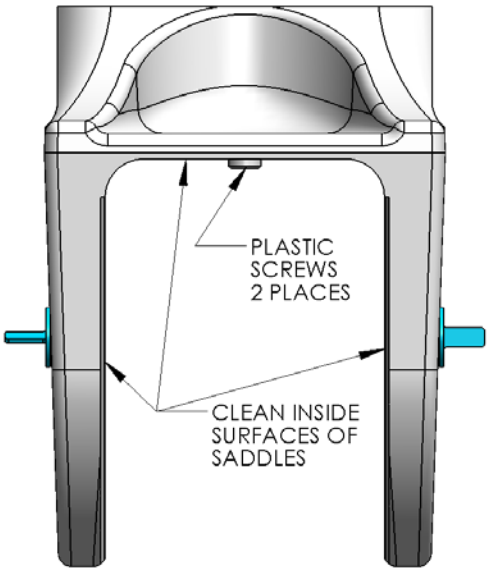

FIGURE 11 - SADDLE CLEANING
2) Check that each saddle contains 2 plastic screws which will insure an adhesive gap of .080" (2 mm) on top surface of hull as shown in Figure 11.
3) Thoroughly clean with alcohol or acetone the inside surfaces of gyro foundation saddles to remove any contaminates as shown in Figure 11. Use new paper towels for cleaning, not shop rags.